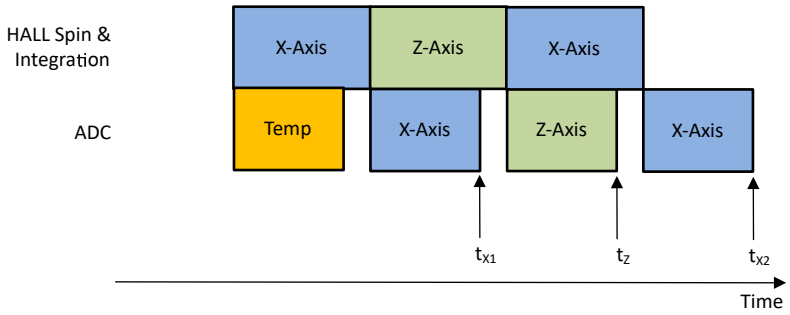

Figure 8-3. XZX Magnetic Field Conversion
In absolute angle measurement, application sensor data from multiple axes are required to calculate an accurate angle. The magnetic field data collected at different times through the same signal chain introduces error in angle calculation. The TMAG5273 offers pseudo-simultaneous sampling data collection modes to eliminate this error. Figure 8-3 shows an example where MAG_CH_EN is set at 1011b to collect XZX data. Equation 18 shows that the time stamps for the X and Z sensor data are the same.
- t_{X1}, t_Z, t_{X2} are time stamps for X, Z, X sensor data completion as defined in Figure 8-3.